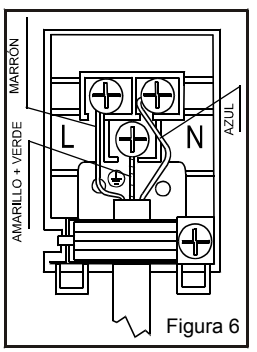

Figura 6
- El cable con conexión a tierra debe estar conectado con el tornillo con la marca de conexión a tierra (⏚). La conexión del cable de alimentación se debe realizar tal como se indica en la figura 6. Si en el lugar de instalación no hay un tomacorriente con descarga a tierra que cumpla con las normas, comuníquese inmediatamente con el servicio de asistencia técnica autorizado.